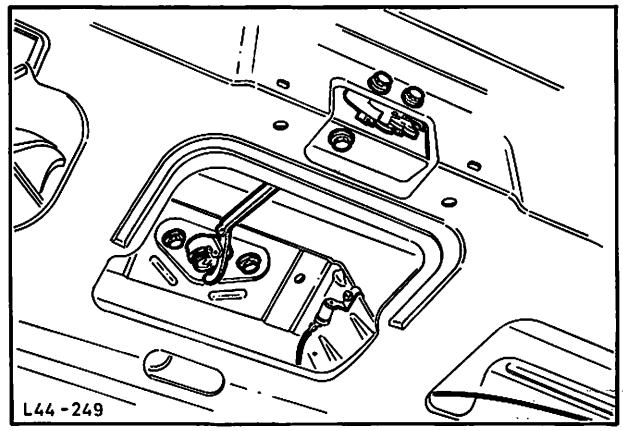

Abb. 264 Türschloß mit Türaußengriff sowie Schließzylinder ausbauen
2. Türschloß und Türaußengriff mit Schließzylinder ausbauen, Abb. 264.